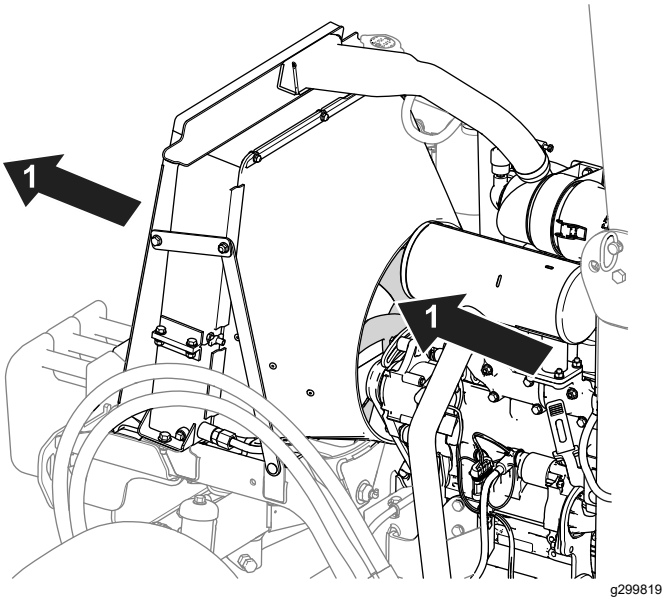

Figuur 74
- Reinig de radiateurribben met perslucht. Richt de lucht uit de machine (Figuur 74).